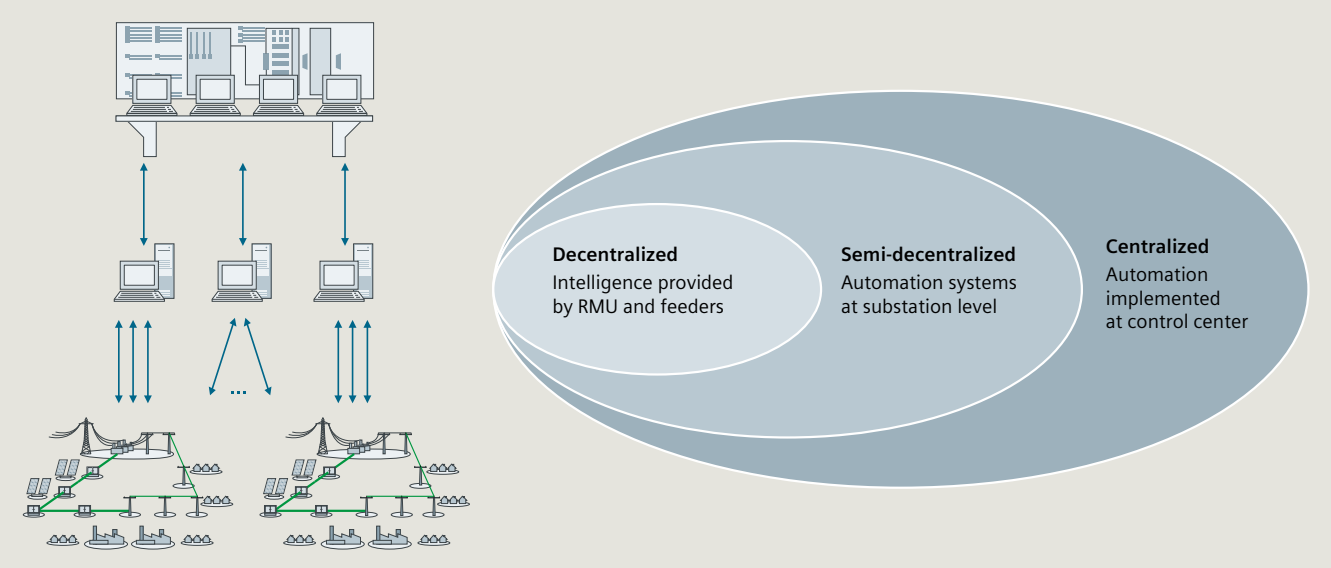

Fig. 6.6-14: Semi-decentralized architecture
- **Decentralized:** Automation logic is implemented at RMU / feeder level (fig. 6.6-14).